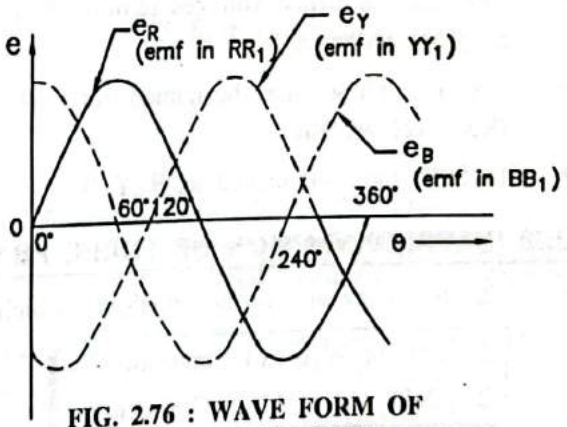

**FIG. 2.76 : WAVE FORM OF THREE PHASE EMF**
- The variation of emf with angular displacement is shown in Fig. 2.76.
- The waveforms of the emfs generated in the coils $YY_1$ and B $B_1$ have been shown by dotted lines in Fig. 2.76.